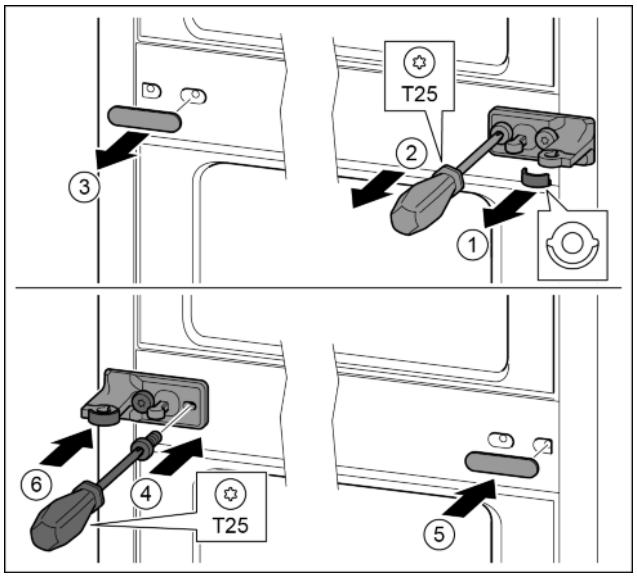

Fig. 14
▶ Remove the disc. *Fig. 14 (1)*
▶ Remove the screws with the T25 screwdriver. *Fig. 14 (2)*
▶ Remove the cover carefully. *Fig. 14 (3)*
▶ Screw the bearing bracket and the film rotated 180° firmly onto the other side. *Fig. 14 (4)*
▶ Attach the cover rotated 180° onto the other side. *Fig. 14 (5)*
▶ Push the disc in from the front. *Fig. 14 (6)*